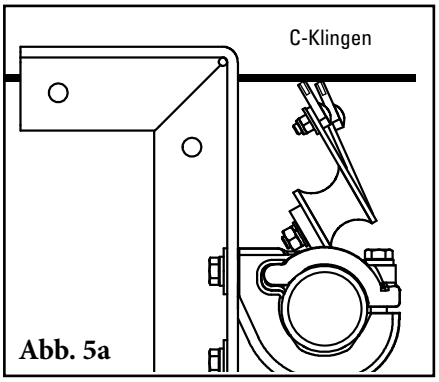

Abb. 5a
6. **Die Klingenspannung überprüfen.** Die äußere Klinge zurückziehen, bis der Kontakt zwischen der Klinge und dem Band unterbrochen ist, dann die Klinge loslassen. Bei korrekter Einstellung des Abstreifers ist das vollständige Abstreifblatt der nebenliegenden Klinge sichtbar (Abb. 5a und 5b). Falls nicht, so ist die Spannung zu erhöhen (oder zu reduzieren). Hierzu die Einstellschraube wie in SCHRITT 4 beschrieben jeweils um 1/4-Umdrehung drehen, bis die nebenliegende Klinge sichtbar ist.